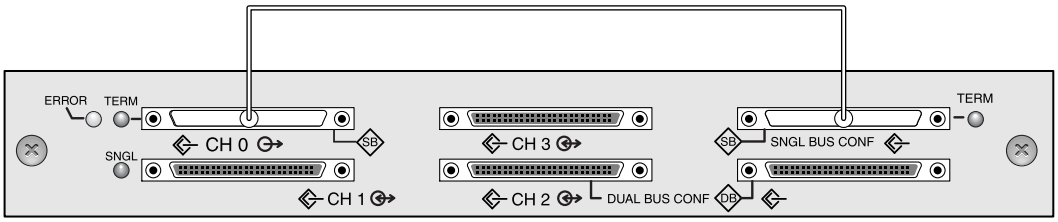

Figure 4-10 Single-Bus Connection: All Drives are Assigned to a Single Channel (CH 0)
1. To configure a RAID array as a single-bus configuration, connect the SCSI jumper cable between the SCSI ports labeled "CH 0" and "SNGL BUS CONF" as shown in Figure 4-10. Tighten the cable jack screws with six full clockwise turns to ensure proper connection and operation.